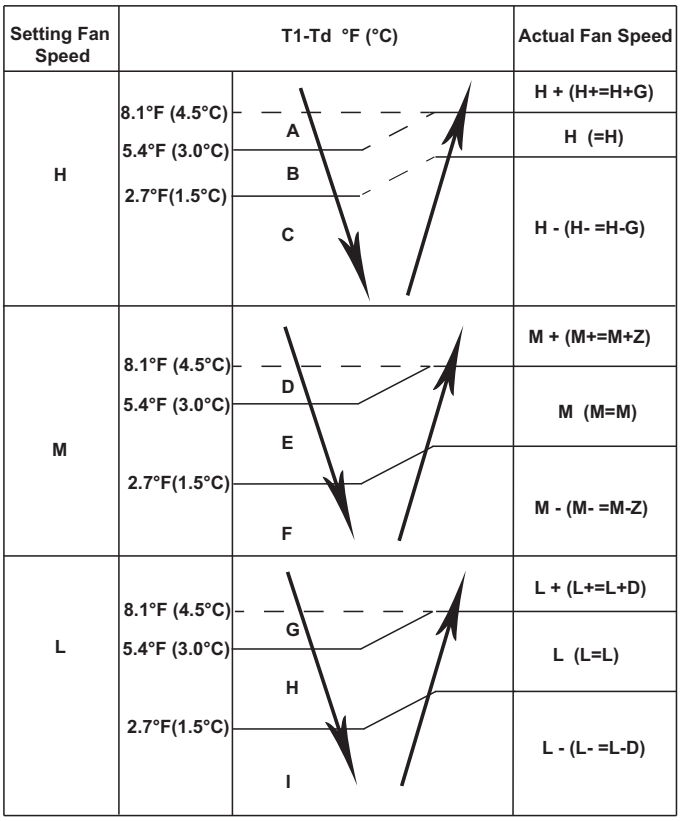

**Fig. 18 —Indoor Fan Running Rules**
- When the setting temperature is reached, if the compressor stops operating, the indoor fan motor runs in the minimum or setting speed (see Fig. 18).